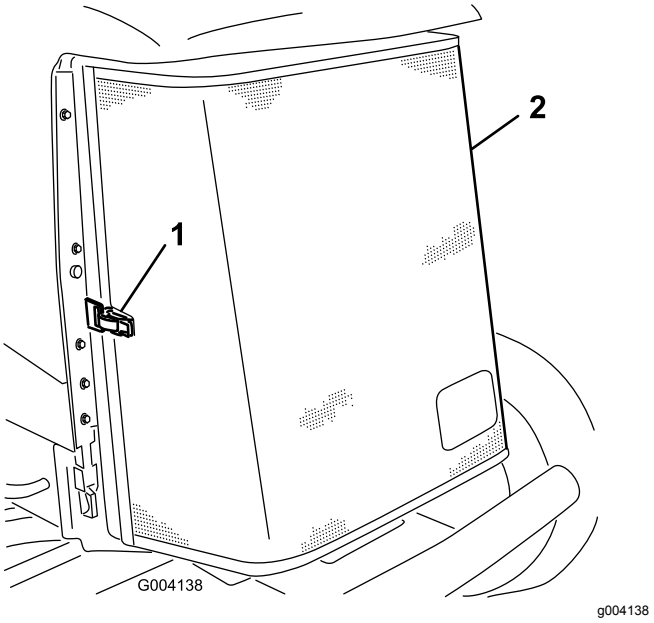

Figuur 84
3. Maak de sluiting los en draai het achterscherm open (Figuur 84).